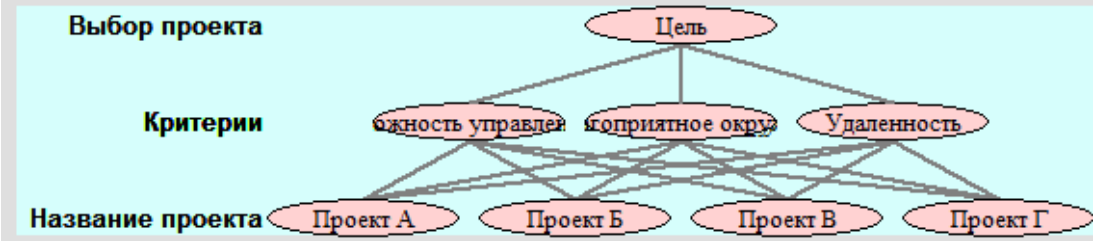

Рис. 23. Схема работы СППР (Иерархия издержек)
20. Сохраните проект выполнением команды *«Файл» – «Сохранить»*. В результате получим схему показанную на рис. 23: